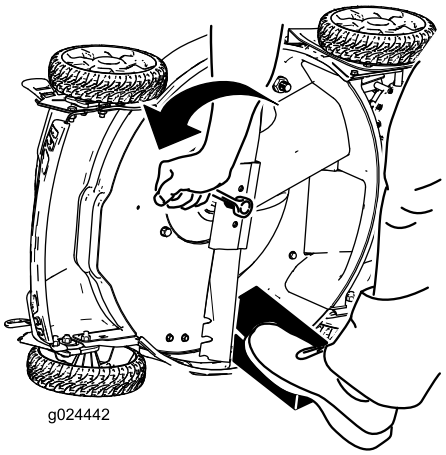

Figura 22
3. Utilice un bloque de madera para inmovilizar la cuchilla (Figura 22).
4. Retire la cuchilla, conservando todos los herrajes de montaje (Figura 22).